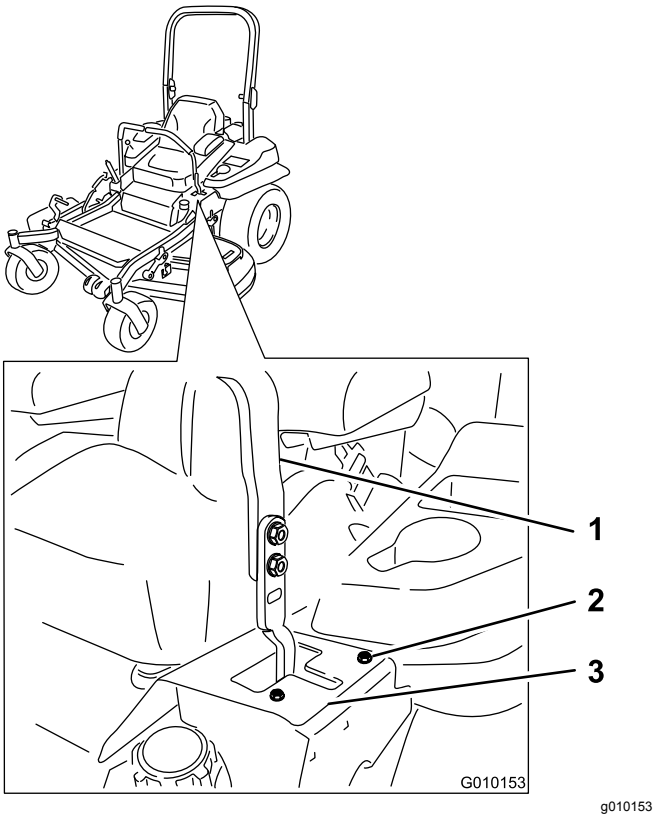

Figur 76
- Hvis den trekker til høyre, må du løsne boltene og justere den venstre stopplaten bakover på det venstre T-sporet til maskinen går rett fremover (Figur 76).
- Hvis den trekker til venstre, må du løsne boltene og justere den høyre stopplaten bakover på det høyre T-sporet til maskinen går rett fremover (Figur 76).
6. Stram til stopplaten (Figur 76).